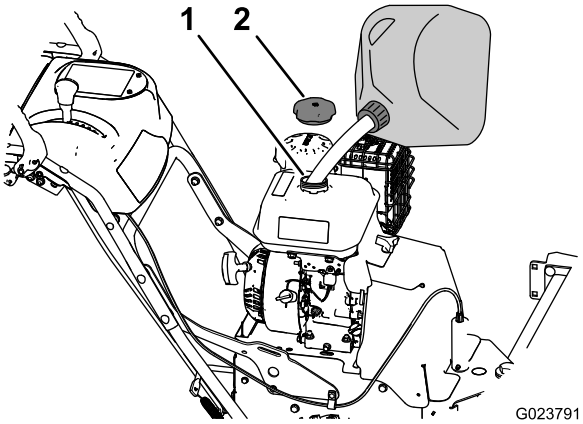

Figura 7
1. Pulite attorno al tappo del serbatoio del carburante (Figura 7).
2. Togliete il tappo del serbatoio del carburante (Figura 7).
4. Montate il tappo del serbatoio del carburante e tergete la benzina versata (Figura 7).